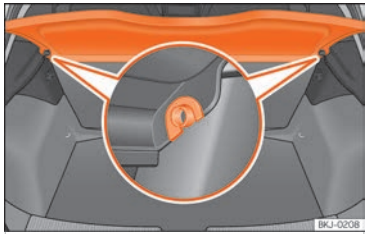

Fig. 138 En el maletero: desmontar y montar la bandeja.
- Desencaje la bandeja de los soportes laterales ››› fig. 138 tirando de ella hacia arriba y extraiga la bandeja.
- Introduzca la bandeja horizontalmente haciendo coincidir la "herradura" sobre el eje de los soportes ››› fig. 138, y presione hacia abajo hasta que encastre.